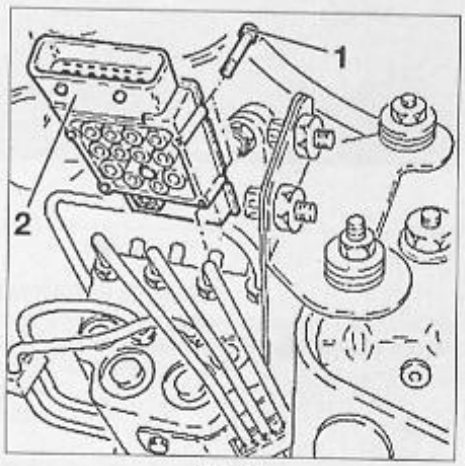

FIG. 21
• Déposer les vis de fixation (1) du calculateur (Fig.21).